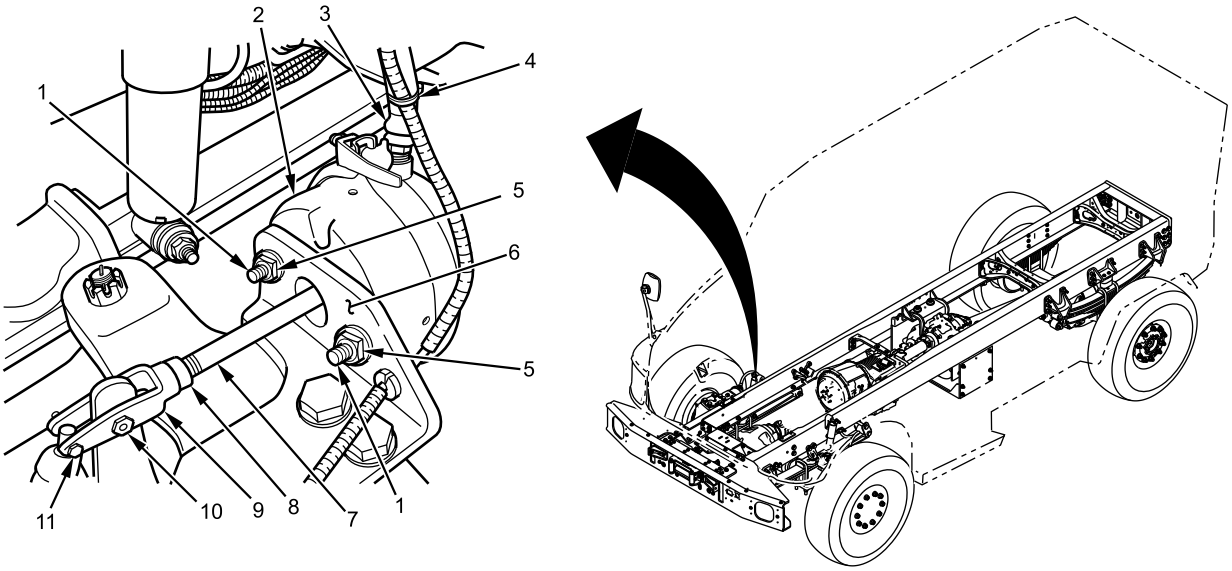

Figure 5. Air Chamber – Automatic Slack Adjuster.
1. Apply corrosion preventive compound on air chamber stud threads (Figure 5, Item 1).
2. Position air chamber pushrod (Figure 5, Item 6) halfway through hole in air chamber bracket (Figure 5, Item 5).
3. Install jam nut (Figure 5, Item 7) on air chamber push rod (Figure 5, Item 6), stopping at measurement taken during removal.
4. Install clevis (Figure 5, Item 8) on air chamber push rod (Figure 5, Item 6).
5. Install air chamber (Figure 5, Item 1) on air chamber bracket (Figure 5, Item 5) with two washers and two nuts (Figure 5, Item 4). Tighten securely.
6. Clean threads on air line hose (Figure 5, Item 2) with wire brush.
2. Position air chamber pushrod (Figure 5, Item 7) halfway through hole in air chamber bracket (Figure 5, Item 6).
5. Install air chamber (Figure 5, Item 2) on air chamber bracket (Figure 5, Item 6) with two washers and two nuts (Figure 5, Item 5). Tighten securely.